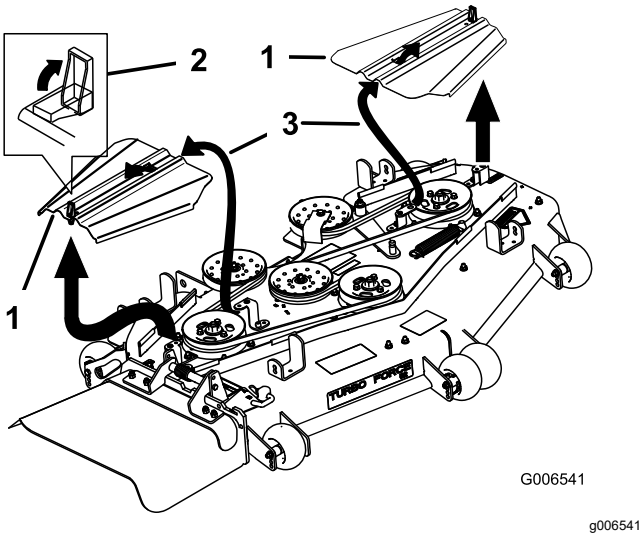

Rysunek 82
5. Usuń pokrywy paska (Rysunek 82).